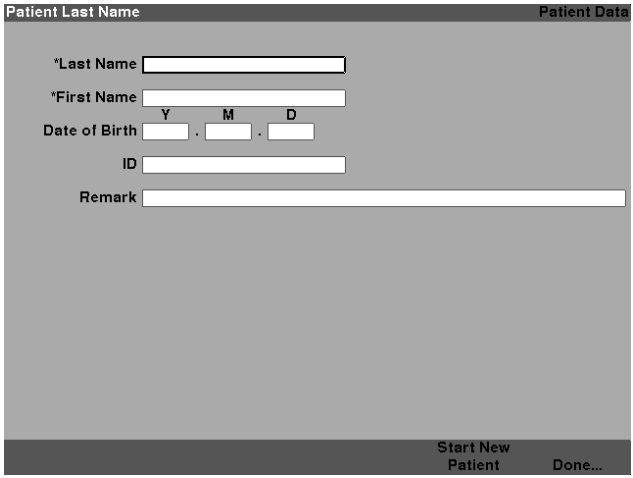

Figure 3-19 Patient Information Field Opened
3. If you wish to enter a Patient Name select the Patient field and press the knob or the √ button to activate the field as shown in Figure 3-19 on next page.